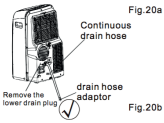

Fig.20b
-Coloque el extremo abierto de la manguera de forma directa sobre el área de drenaje. Ver la Fig.20b.